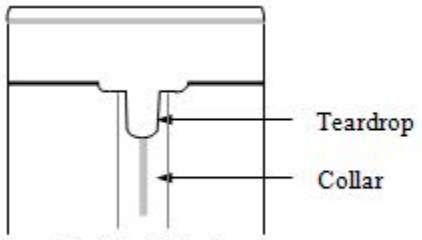

Figure 110K *Underside of Rail Head*
- Taper and remove sharp edges from the teardrop under rail head. (See Figure 110K)